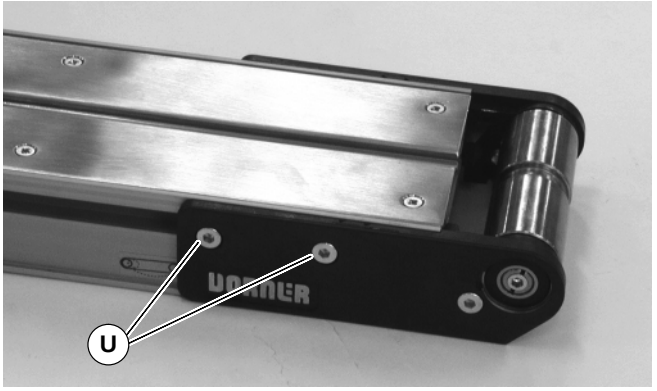

Abbildung 54
2. Die Spannrollenbaugrupppe auf dem Förderband installieren. Zu beiden Seiten des Förderbandes die Befestigungsschrauben festziehen (U siehe Abbildung 54).